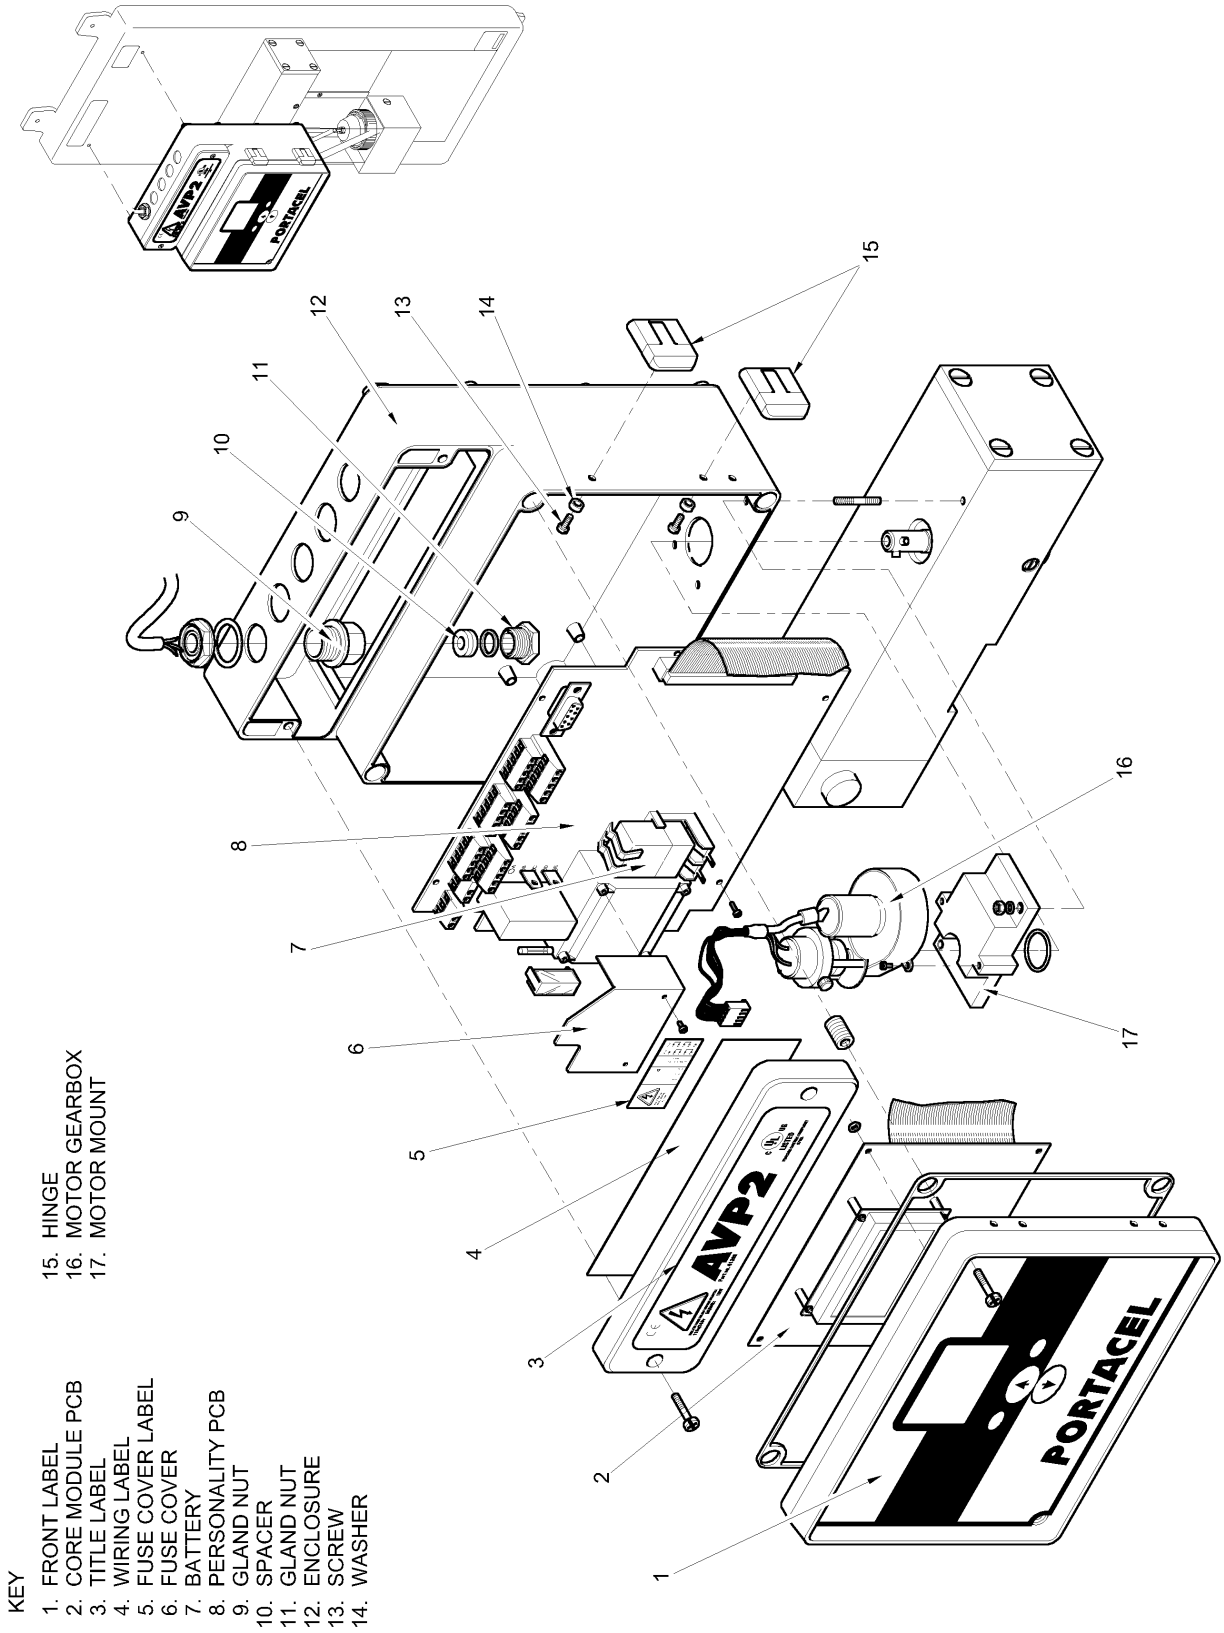

Fig 5.1 AVP2 Unit
(1) Switch off the ejector and isolate all electrical supplies to the unit (see Warning above).
(2) Loosen the four cross-head screws (Fig 5.1) on the AVP2 Front Panel, pull the panel forward and hinge open.
(3) Remove the Motor gearbox Assembly (see Paragraph 2.1.1).
3.1.1 Internal Multi-Cable Connector (See Figure 5.1)
(3) Check that the cable run is correct and that the connector is properly in place and held secure by the connector clips.
(4) Replace the front cover making sure that the cable is not pinched or stretched in any way.
(5) Tighten the four retaining screws.
(3) Locate the protective fuse cover (Fig 5.1 item 6) at the upper left-hand area of the Power Supply (Personality) Board (Fig 5.1 item 8).
(4) Remove and retain the two screws holding the fuse cover.
(5) The fuse is located directly beneath the protective fuse cover in the upper, left hand corner of the Power Supply (Personality) Board.
(6) Remove the fuse, check and discard if faulty.
(7) Replace a faulty fuse with a new one. Check that the part number is correct as detailed in Paragraph 4 - (Spare Parts) of this chapter.
(8) The fuse is replaced by pressing it into the spring clips of the fuse holder.
(9) Replace the protective cover and secure in position using the two screws retained in Step (4).
(10) Replace the front panel and tighten the four cross-head retaining screws.
(11) Switch on the mains supply to the unit. If the fault persists or the fuse fails again please contact Portacel Customer Services for assistance.
The following tables list the Portacel part numbers for the items shown in Figures 5.1 to 5.3 inclusive.
Table 5.1 AVP2 Part Numbers (Figure 5.1)